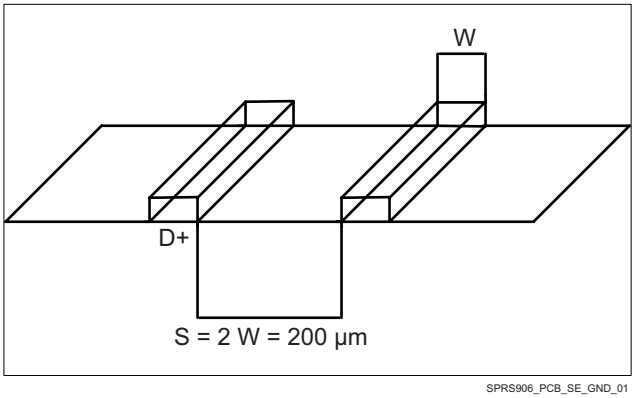

Figure 7-29. Ground Guard Illustration
- For a line width equal to W, the spacing between two lines must be 2W, at least. This minimizes the crosstalk between switching signals between the different lines. On the PCB, this is not achievable everywhere (for example, when breaking signals out from the device package), but it is recommended to follow this rule as much as possible. When violating this guideline, minimize the length of the traces running parallel to each other (see Figure 7-29).